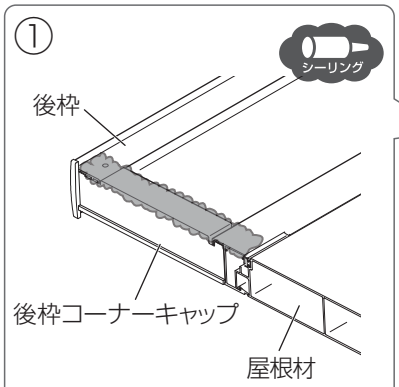

図16-1
①後枠コーナーキャップ上部にシーリングしてください。(図16-1)